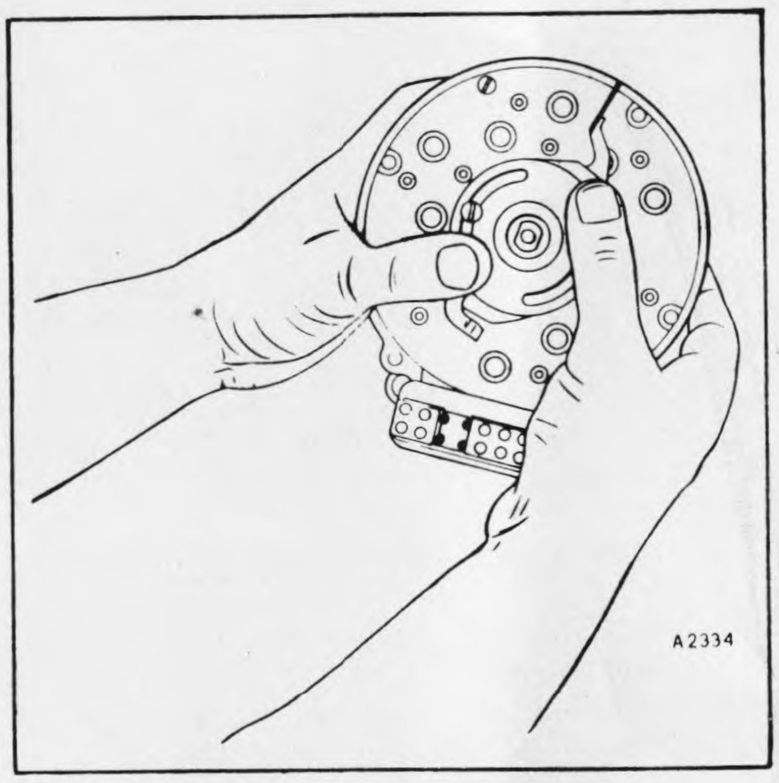

Figure 6-1 — Maintaining Timing Alignment — CCW Rotation
g. Align the leading edge of the longest rotor finger (in the direction of its normal rotation) with the timing mark on the distributor module plate. Hold the assembly and timing alignment as illustrated in figure 6-1.